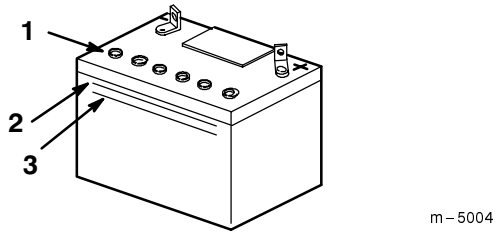

Bild 21
2. Sehen Sie sich die Seite der Batterie an. Der Füllstand muss bis zur oberen Linie reichen (Bild 21). Der Säurestand darf nicht unter die untere Linie fallen (Bild 21).
3. Entfernen Sie die Entlüftungsdeckel von der Batterie (Bild 21).
4. Gießen Sie langsam destilliertes Wasser in jede Batteriezelle, bis der Säurestand die obere Linie (Bild 21) am Batteriegehäuse erreicht.
5. Warten Sie nach dem Füllen der Batteriezellen fünf bis zehn Minuten. Gießen Sie bei Bedarf langsam destilliertes Wasser in jede Batteriezelle, bis der Säurestand die obere Linie (Bild 21) am Batteriegehäuse erreicht.